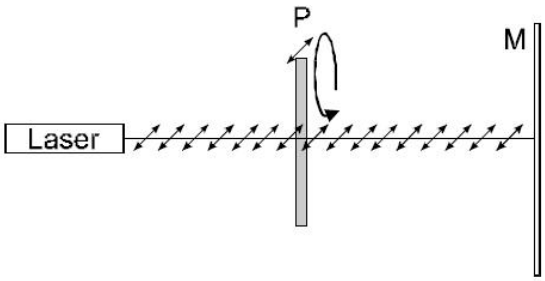

Fig. 9 Untersuchung von linear polarisiertem Licht (P = Polarisationsfilter, M = Mattglasschirm)
- Experimentellen Aufbau gemäß Fig. 9 durchführen.